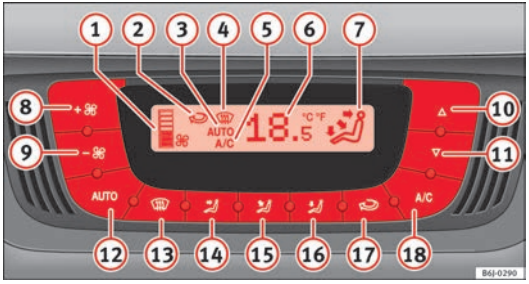

Fig. 95 Climatronic controls on the dash panel
– Press keys (10) and (11) ⇒ Fig. 95 to adjust temperature.
(1) Blower level indicator.
(2) Air recirculation display:
(3) Display **AUTO** (Automatic operation)
(4) Demisting indicator
(5) AC indicator (Cooling connected)
(6) Interior temperature indicator selected
(7) Air flow direction indicator
(8) Fan speed increase
(9) Fan speed decrease
– Press the AUTO button. The indication ⇒ Fig. 95 (3) is displayed.
– Press keys (10) and (11) ⇒ Fig. 95 to adjust the desired temperature inside the vehicle. We recommend 22 °C (72 °F).
– Press one of the buttons ⇒ Fig. 95 (14) to (16) or press the blower control (8) and (9) down. The indicator is switched off (3).
The blower can be adjusted with buttons (8) and (9) ⇒ Fig. 95. If the blower is off (level (1) is not shown on the screen) and button (9) is pressed after 1 second, the Climatronic switches off.
– Press the button to switch air recirculation mode on or off. This is ON if the symbol ⇒ Fig. 95 is displayed on the screen.